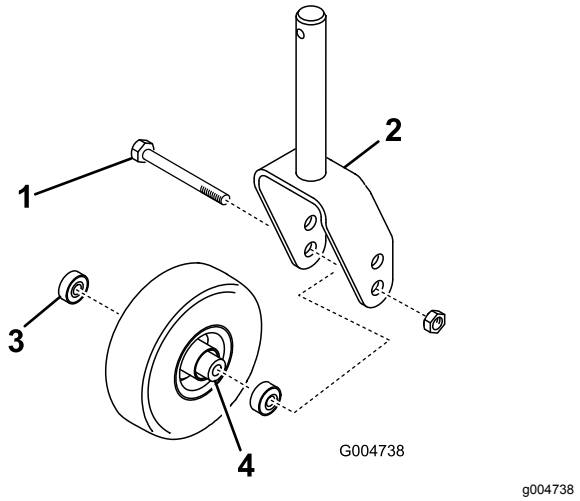
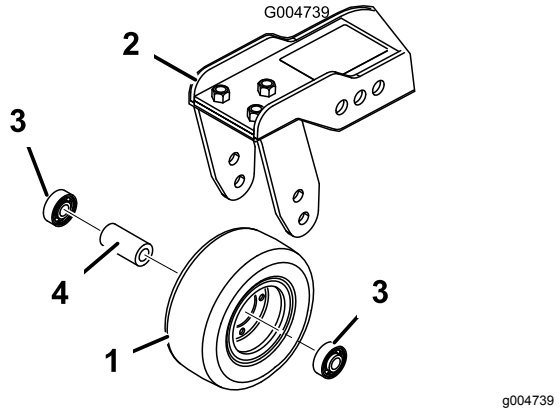

Figur 107
Figur 108
1. Lossa låsmuttern från den skruv som håller fast svänghjulet mellan svänghjulsgaffeln (Figur 107) eller svänghjulsarmen (Figur 108).
2. Ta bort lagret från hjulnavet och låt lagerdistansbrickan falla ut (Figur 107 och Figur 108).